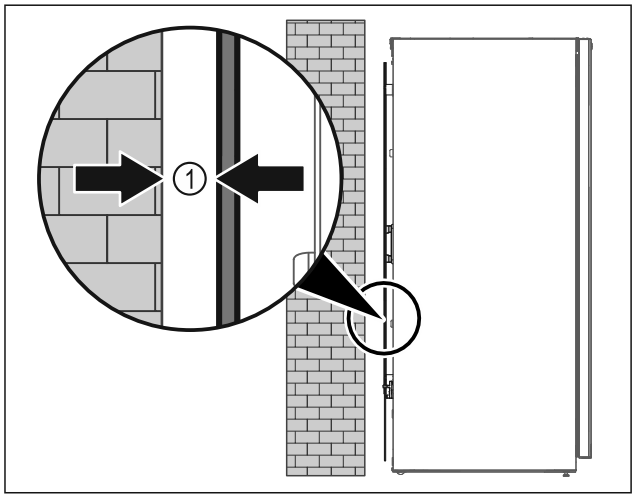

Fig. 27
▶ Instalați aparatul fie liber în încăpere sau direct la un perete cu o distanță minimă de 5 mm *Fig. 27 (1)*.